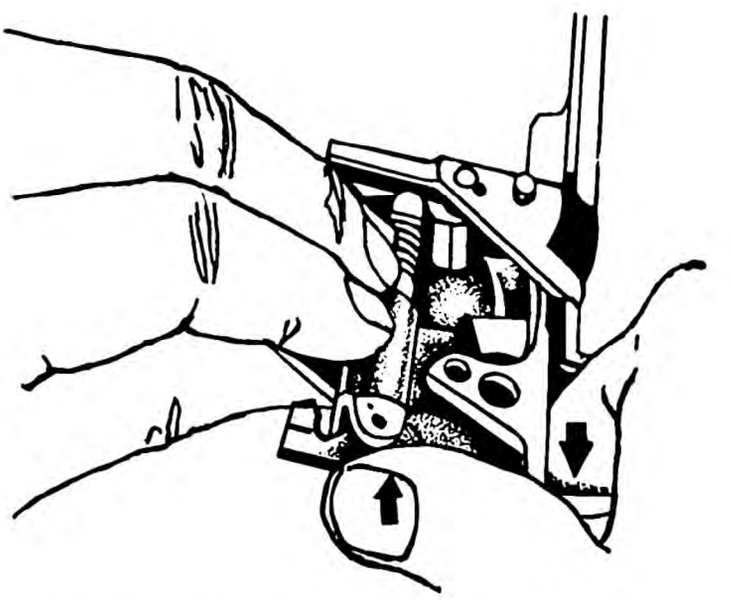

Figure 3-25. Replacement of the trigger assembly, hammer spring housing, hammer spring, and hammer spring plunger.
D. Pre-position the hammer spring housing, hammer spring and plunger. Place cutaway on hammer housing toward safety. Place plunger in notch on hammer. Insert trigger assembly into its place (fig. 3-25). Trigger pin holes in hammer spring housing should straddle toe of sear. Squeeze trigger with index finger, pressing the rear of sear with thumb. When holes in trigger and hammer spring housing line up with holes in trigger housing, replace trigger pin. NOTE: Trigger pin will not seat flush at this point.